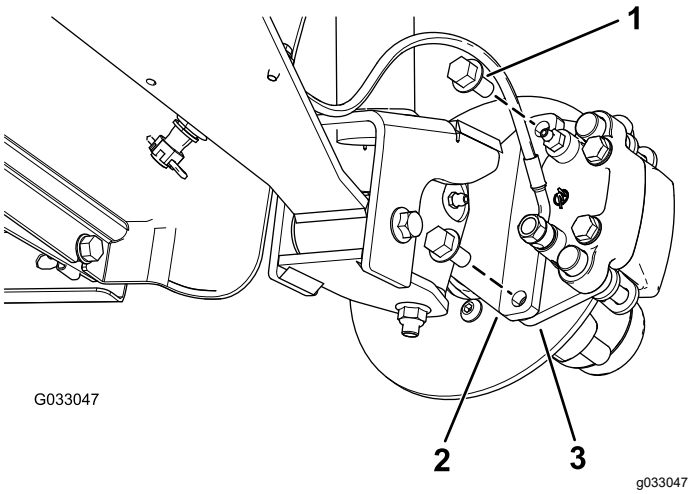
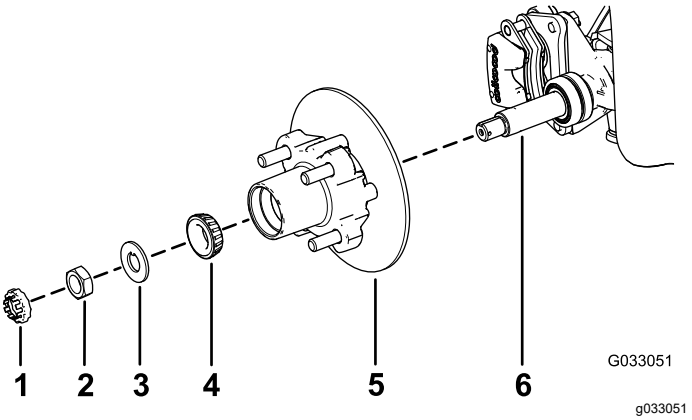

Figuur 27
Figuur 31
3. Verwijder de flenskopbouten (⅜" x ¾") waarmee de beugel voor de rem is bevestigd aan de as en verwijder de rem van de as (Figuur 27).
1. Breng een laagje van het aanbevolen smeermiddel aan op de as (Figuur 31).
2. Monteer de naaf en de rotor op de as met de rotor aan de binnenkant (Figuur 31).
3. Monteer het buitenste lager op de as en plaats het lager in de buitenste loopring (Figuur 31).
4. Monteer het borgplaatje op de as (Figuur 31).
5. Draai de asmoer op de as en zet de moer vast met een torsie van 15 N·m terwijl u de naaf draait om het lager te plaatsen (Figuur 31).
2. Lijn de remblokken aan beide zijden van de rotor (Figuur 27) en de openingen in de beugel van de remklauw uit met de openingen in de rembevestiging van het asframe (Figuur 31).
3. Bevestig de beugel van de remklauw aan het asframe (Figuur 27) met de 2 flenskopbouten (⅜" x ¾").